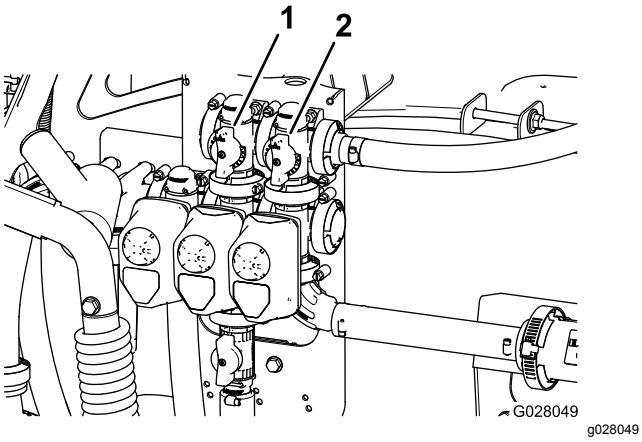

Figur 24
11. Juster omløpsventilen for risting (Figur 24) på baksiden av risteventilen helt til trykkmålingen viser 6,9 bar.
9. Juster hovedseksjonsomløpshåndtaket for å kontrollere hvor mye risting som skjer i tanken (Figur 24).